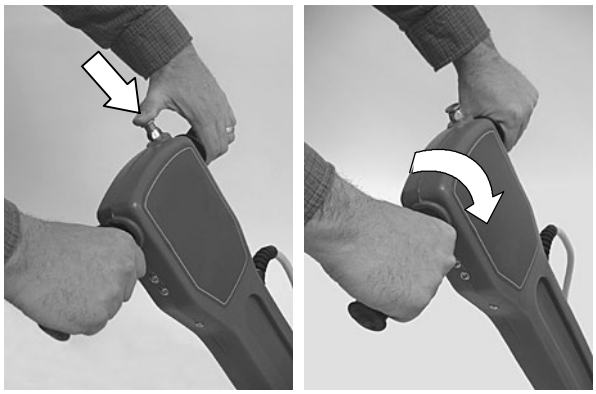

FIG. 5
3. Démarrez la machine en appuyant sur le bouton de verrouillage de sécurité et tournez vers l'avant les poignées. Une fois que la machine démarre, relâchez votre pouce du bouton de verrouillage de sécurité (Figure 5)..